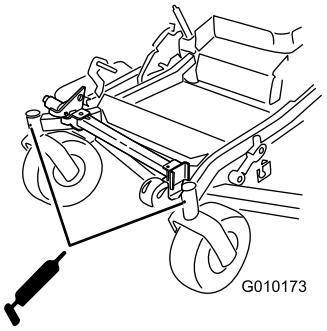

Figur 49
11. Monter den sekskantede prop og støvhætte (Figur 49).